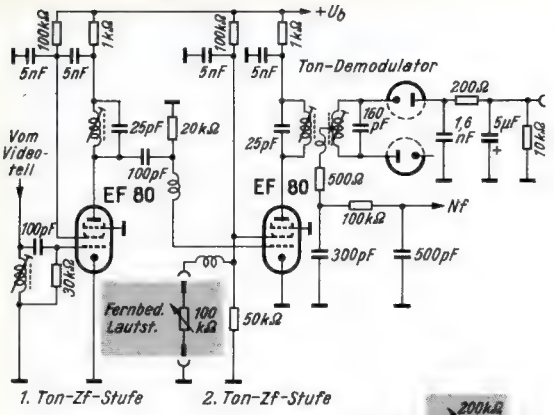
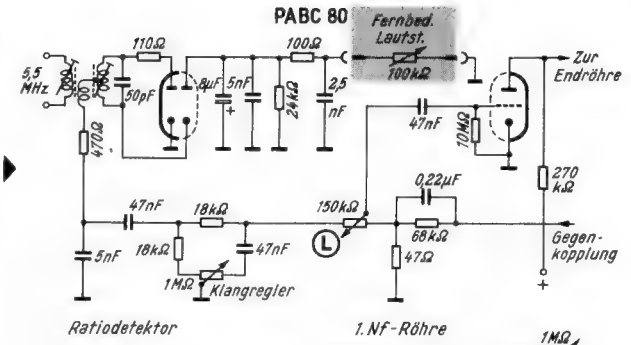
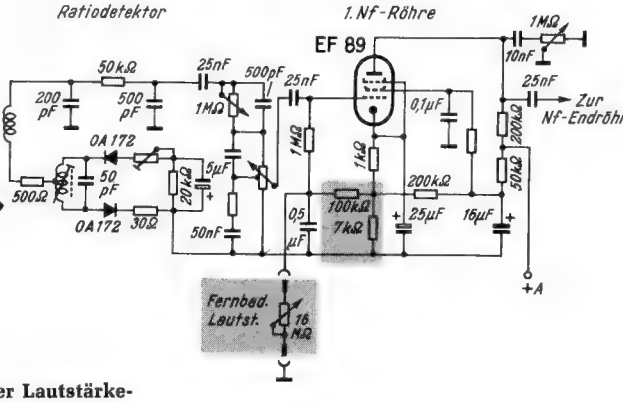

Bild 2. Lautstärkeregelung durch Verändern der Schirmgitterspannung und damit der Verstärkung einer Zf-Röhre
Bild 3. Lautstärkeregelung durch Parallelwiderstand zum Lastwiderstand des Ratiodetektors
Bild 5. Lautstärkeregelung durch Ändern der Gittervorspannung einer Regelröhre
Bei dem üblichen hochohmigen Regler würden Brummspannungen auf die Fernbedienungsleitungen eingestreut werden und hohe Frequenzen durch notwendige Abschirmungen verloren gehen. Man hat daher Schaltungen verwendet, bei denen nur Gleichspannungen geändert werden. Eine Ausführung zeigt *Bild 2*, in der die Schirmgitterspannung der letzten Ton-Zf-Stufe geregelt wird. Nachteilig ist hier, daß lediglich die Verstärkung geändert wird und somit keine gehörrichtige Kurve erzielt werden kann. Da aber diese Stufe im allgemeinen als Zf-Amplitudenbegrenzer dimensioniert ist, wird damit die bis zum Ratiodetektor durchdringende Störspannung von der eingestellten Lautstärke abhängig. Bei dieser Schaltung ist im übrigen die Veränderung der Lautstärke nicht sehr groß, keineswegs kann auf Lautstärke „Null" herabgeregelt werden.
Eine andere Art der Gleichspannungsregelung ist aus *Bild 3* ersichtlich. Hier liegt der Fernregler parallel zum Lastwiderstand des Ratiodetektors, dessen Wert beim Regeln verkleinert wird. Diese Schaltung hat gegenüber Bild 2 nur den Vorteil, daß nahezu auf „Null" geregelt werden kann. Hierbei und im
Eine andere Art der Gleichspannungsregelung ist mit einer Nf-Regelröhre, z. B. der EF 89, möglich. In *Bild 5* wird mit einem zusätzlichen 7-kΩ-Katodenwiderstand eine hohe negative Vorspannung erzielt. Durch einen Spannungsteiler, bestehend aus 100 kΩ und dem Fernregler von 16 MΩ wird dann die Gittervorspannung dieser Röhre verändert. Auch hier ist keine physiologische Regelung möglich, und der Regelbereich ist wegen auftretender Verzerrungen kaum größer als nach Bild 3 oder 4; aber es ergibt sich der Vorteil, daß die Amplitudenbegrenzung nicht beeinträchtigt wird.
1. Änderung der negativen Gitter-Vorspannung durch den in der Katodenleitung liegenden Fernregler. Diese Gleichspannungsregelung entspricht etwa der von Bild 5.